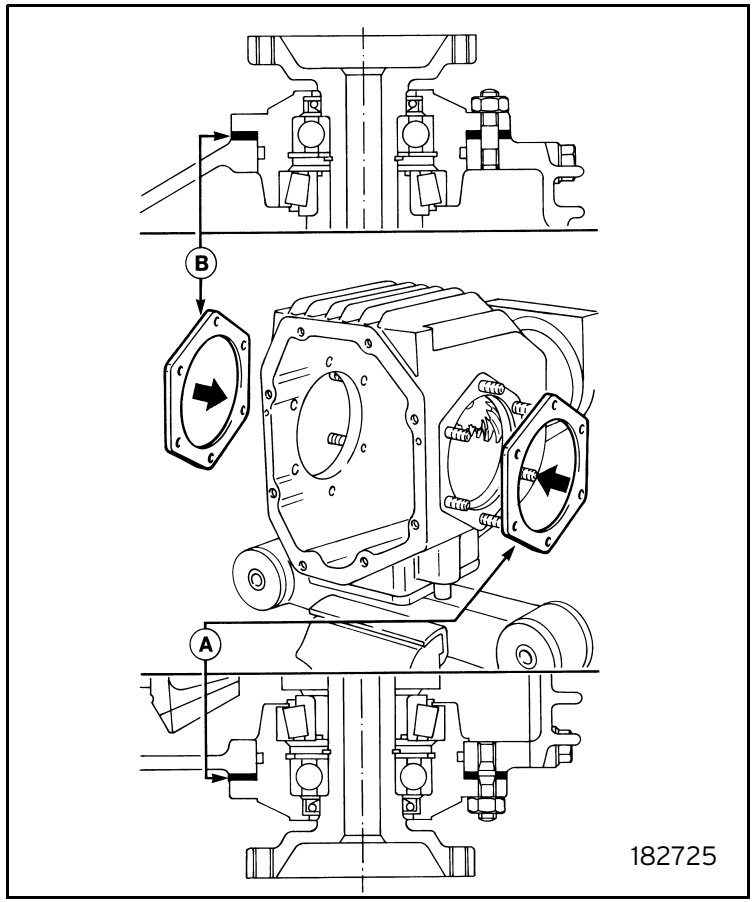

Fig. 25
- Fit the specified tentative adjustment shims A and B (figure 25):